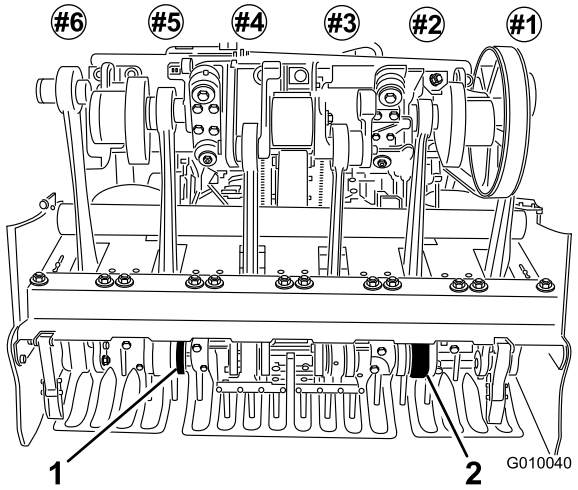

Figuur 26
5. Monteer de tanden in de houders 2 en 5 (Figuur 26). Draai de bouten vast.